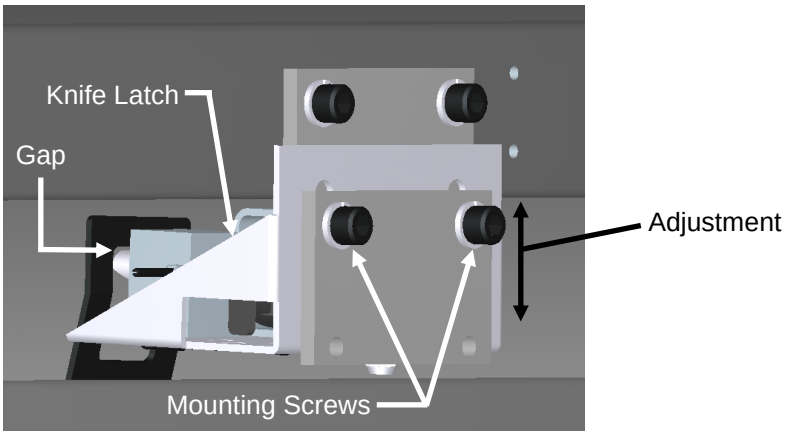

Figure 42 – Knife Latch
4. Check the gap as shown in Figure 42. The gap should be .030” (.8 mm) to .060” (1.5 mm).
5. If the gap is out of range, adjust the knife latch height by loosening the mounting screws (Figure 42) and move the knife latch assembly up or down until the gap is in the correct range of .030” (.8 mm) to .060” (1.5 mm).